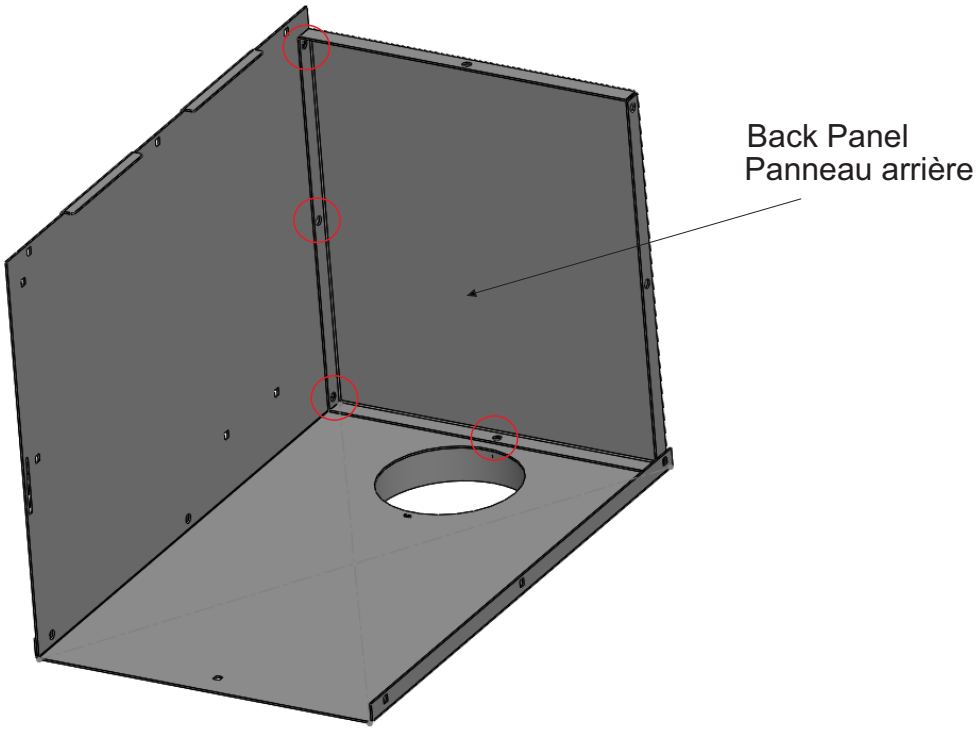

Fig. 2
2. Stand back panel in place as shown on Fig. 2. Install bolts and nuts in the 4 holes circled.
Posez le panneau arrière à sa place comme indiqué sur la Fig. 2. Installez les boulons et les écrous dans les 4 trous encerclés au rouge.